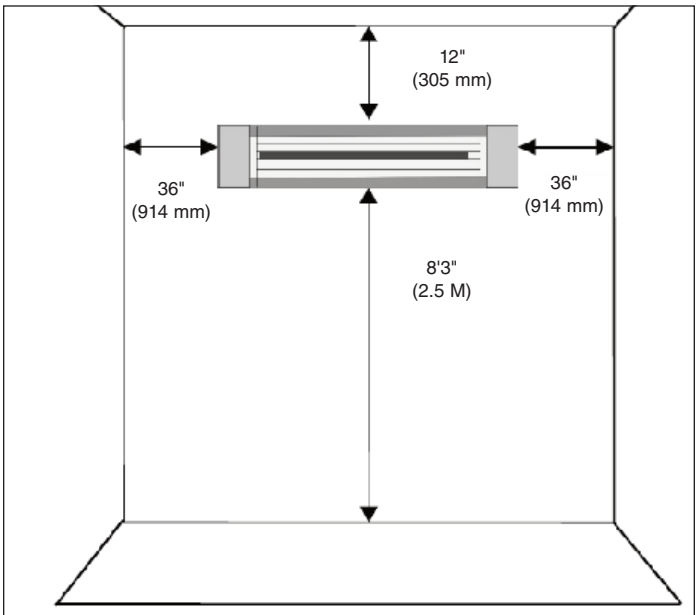

Figura 2 - Distancias de montaje mínimas
3. Este calefactor está diseñado sólo para montaje en pared utilizando el soporte en pared suministrado con el calefactor - vea la Fig. 1. El calefactor debe montarse a una distancia mínima de 8' 3" (2.5 m) del piso. No monte el calefactor en cielos rasos / techos. La parte superior de calefactor debe estar ubicada a una distancia mínima de 12" (305 mm) del cielo raso / techo y 36" (914 mm) de las paredes adyacentes. Vea la Figura 2.